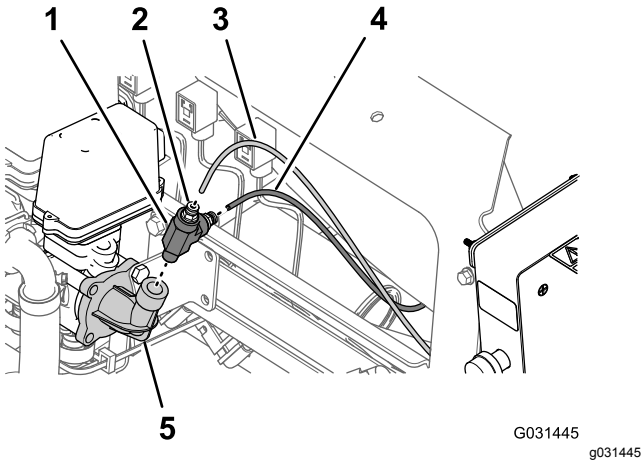

Figur 17
1. Ved 90°-vinkelkoblingen på høyre side av trykkontrollventilen for slangetrommelen, trykker du inn klemhylsen på rørkoblingen og fjerner det trykkfølsomme røret for trykkmåleren på slangetrommelen (Figur 17).
2. Trykk inn klemhylsen på rørkoblingen og fjern det trykkfølsomme røret for trykkmåleren i dashbordet på maskinen (Figur 17).
3. Fjern T-stykket fra 90°-vinkelkobling for trykkontrollventil (Figur 17).